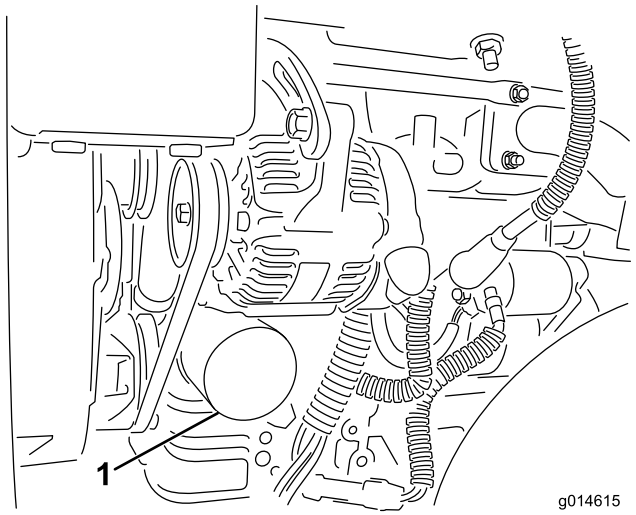

Figur 43
2. Fjern oliefilteret (Figur 43). Påfør et let lag ren olie på den nye filterpakning.